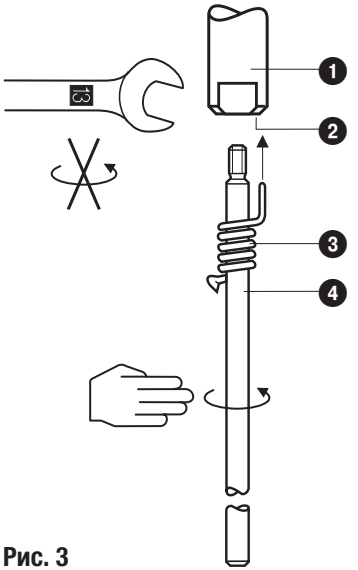

Рис. 3
1. Ввинтить удлинитель электрода ❹ в измерительный электрод ❶. **Рис. 3**
3. Пометить размер на удлинителе электрода ❹.
4. Вывинтить удлинитель электрода ❹ из измерительного электрода ❶ и укоротить.
5. После визуального контроля прочно ввинтить удлинитель электрода ❹ в измерительный электрод ❶. Передвинуть пружинный стопор ❸ на удлинителе электрода ❹ так, чтобы он зафиксировался в отверстии ❷.